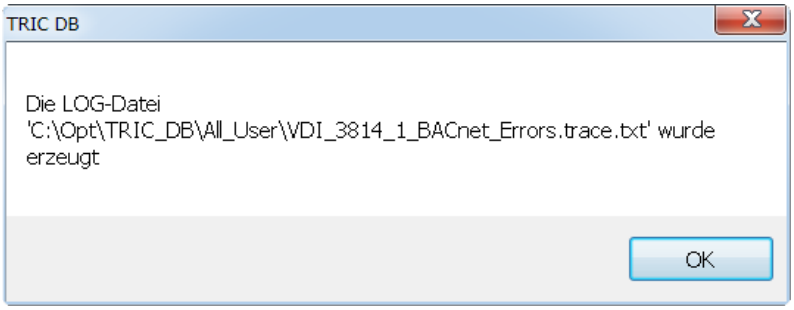

Bild 32.52 – Erfolgsmeldung der Prüfung
- Schließlich wird die Fehlerdatei <REFERENZSTANDARD-NAME>_ERRORS.TRACE.TXT im Verzeichnis C:\OPT\TRIC_DB\ALL_USER abgelegt. Eine Erfolgsmeldung erscheint (Abb. 32.52).